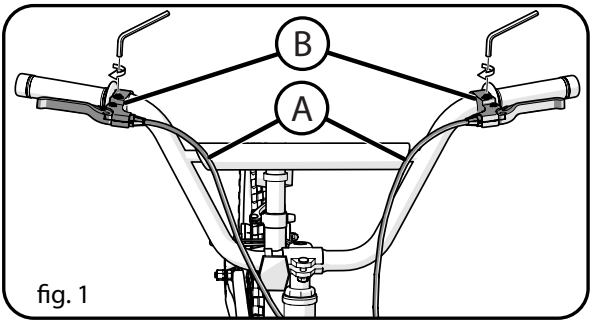

fig. 1
- Draai de remgrepen Ⓑ in een comfortabele rijpositie en zet ze goed vast. (**fig. 1**).